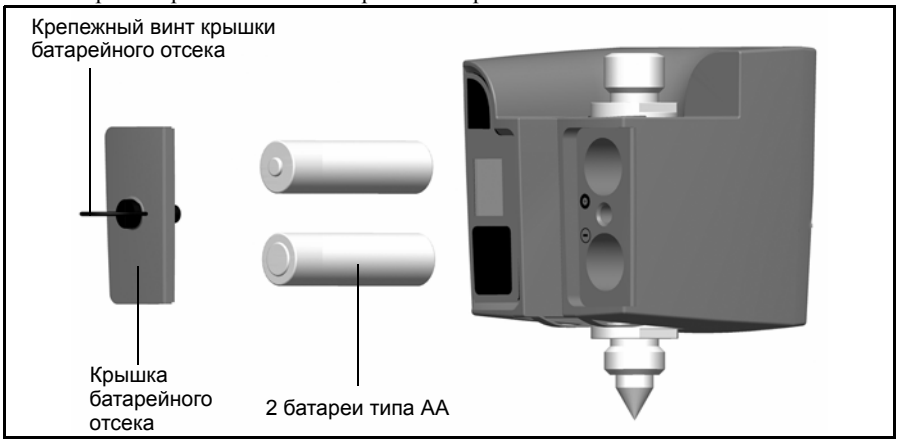

Рис. 7.66. Замена батареи идентификатора цели
4. Установите на место крышку батарейного отсека и закрепите ее, повернув винт на четверть оборота по часовой стрелке. См. рис. 7.66